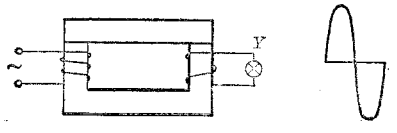
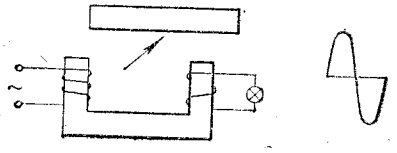
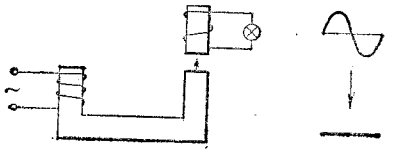

图 1
图 2
图 3
(4) 在业余的制作条件下，由于磁芯材料没经老化，再加磁芯材料的 μ 值一致性很差，如按表 1 的数据绕制中周，可能电感量达不到或者超过所要求的数值，以致调不到工作的频率，这只能靠适当增加或者减小槽路电容的容量来弥补。
(5) 关于中周的测试，这在业余制作的条件下是不容易做到的。唯一的办法还是装在电路板上进行调试。然而由于缺乏扫频仪等必要仪器，调试的困难势必很大，更不用说调到似图 3 的中频特性曲线了。不过在要求不高的情况下，目前上海的 5、8 两个电视频道相差又较大，利用电视台播送的信号进行耐心细致的调节，还是可以收到满意的图象。
选用220(110)V/6～12V示教用可拆变压器一只。如图1接好线路。初级线圈接输入电压(220V或110V)，次级接负载（灯泡），开启电源，灯泡发光，这时用示波器观察（接灯泡两端）可看到一定幅度的正弦波形。此后，逐渐移去条形铁芯，灯光逐渐变暗，示波器显示波形逐渐变小（如图2所示）。为了防止铁芯不闭合时线圈发热，演示时间要短。最后，将次级线圈逐渐移出铁芯外，这时灯光变得更暗，甚至熄灭，随之波形逐渐变小（如图3所示）。从以上演示可以说明铁芯的导磁作用，变压器是通过电磁转换和铁芯的导磁作用来传递能量的。